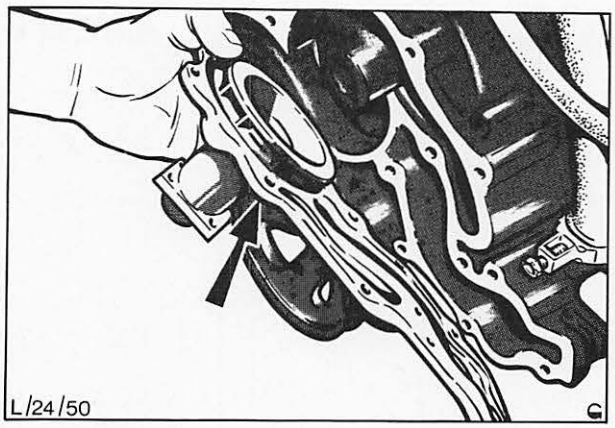

Abb. 73 Ausbau der Wasserpumpe
6. Schrauben (12) entfernen und Wasserpumpe komplett ausbauen, Abb. 73.